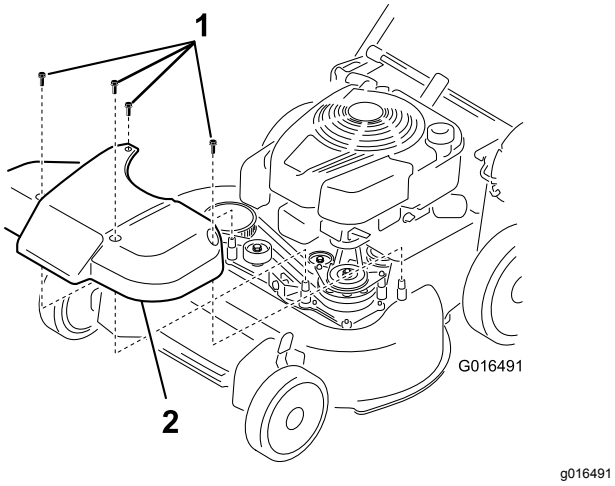

Bild 38
1. Nehmen Sie die Abdeckung des Messerantriebs ab (Bild 38).